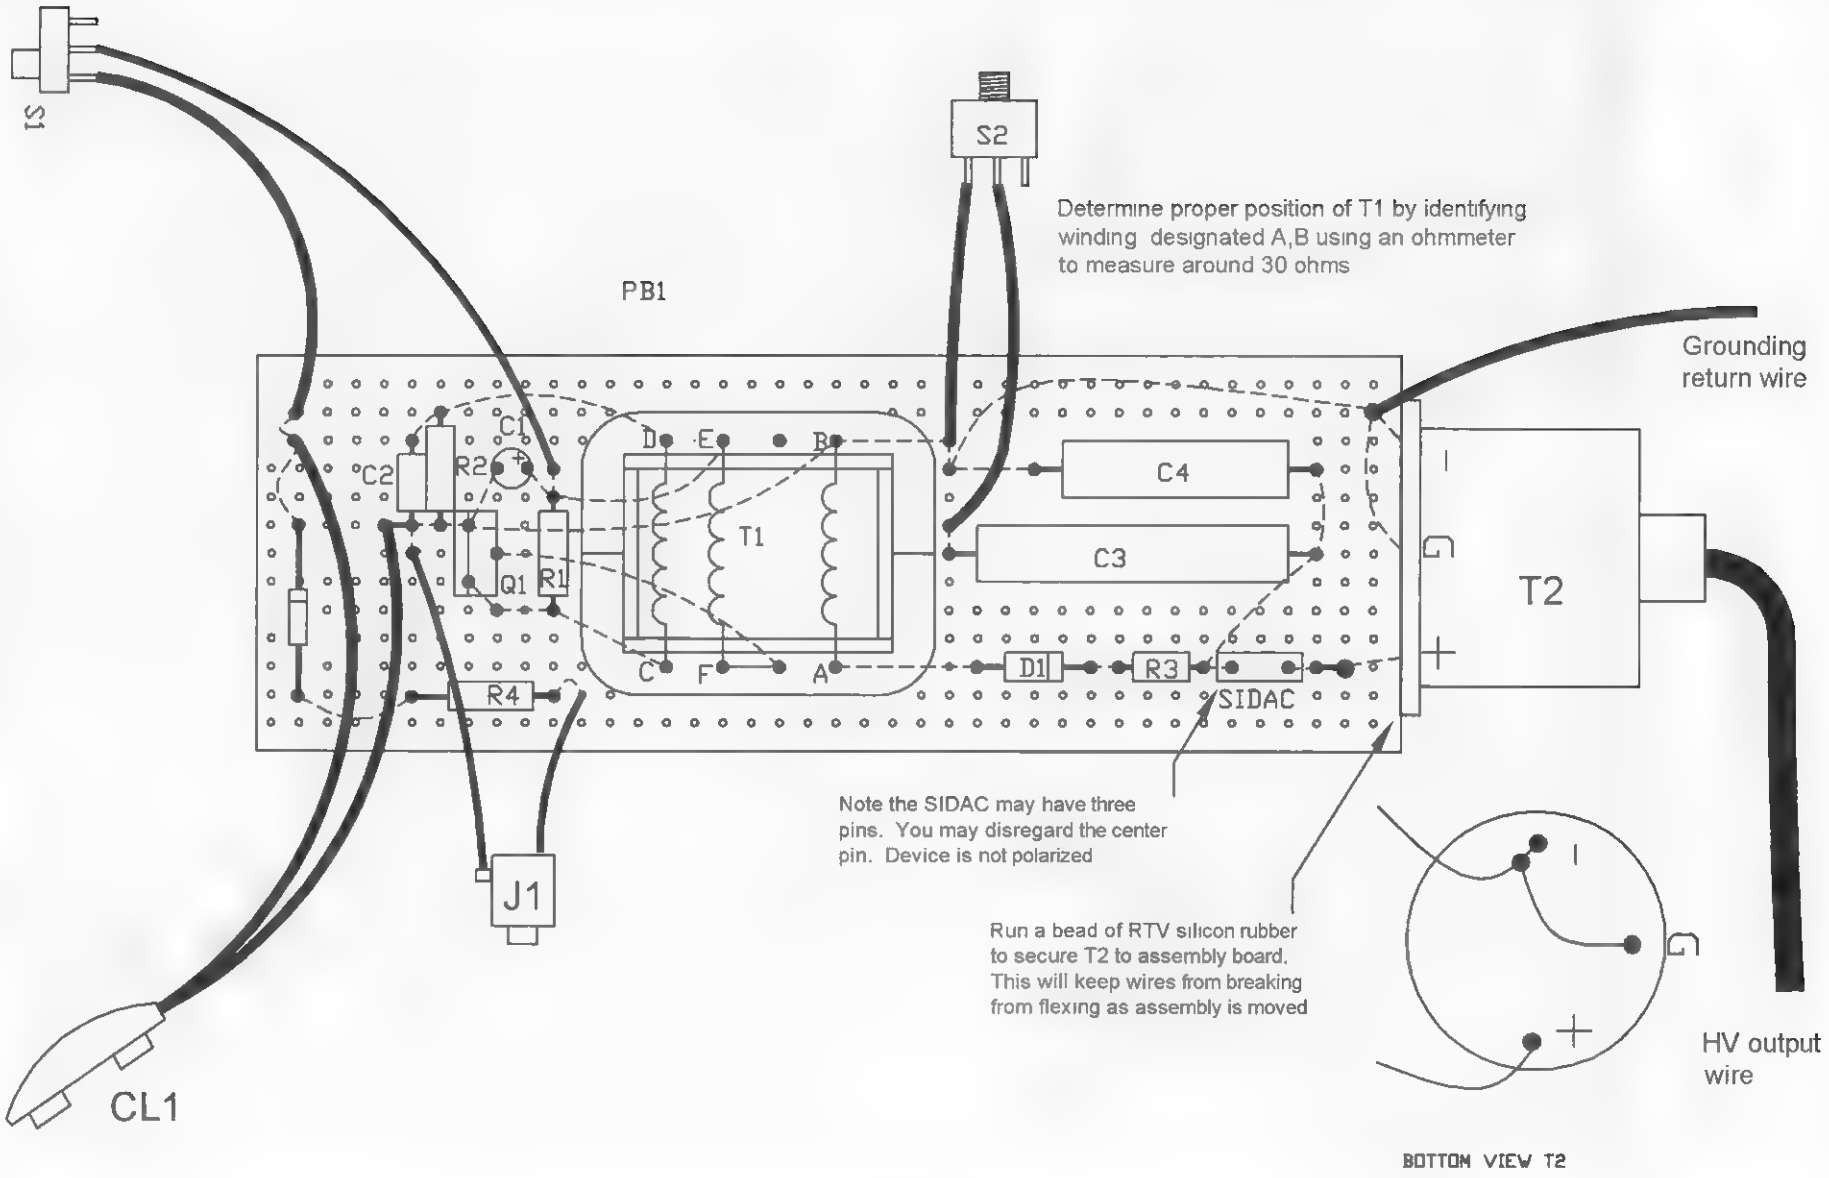

Figure 11-14 *Assembly board*
2. Assemble the board as shown in Figure 11-14. Insert the components into the board holes as shown, proceeding from left to right. Note the polarity of the components.